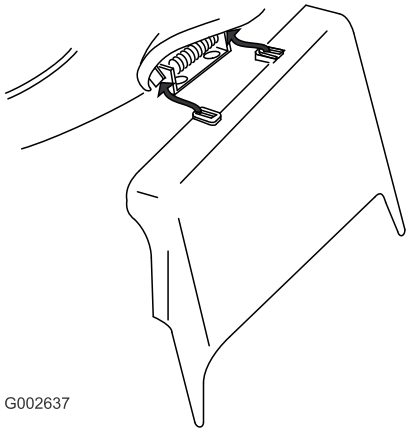

Figur 33
3. Montera sidoutkastarriktaren och stäng luckan till riktaren (Figur 33).